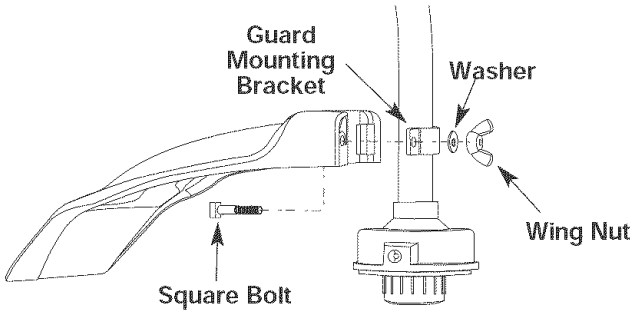

Fig. 4
2. From inside the cutting attachment shield, push the square bolt through the hole until the threaded end protrudes through the guard mounting bracket (Fig. 4).